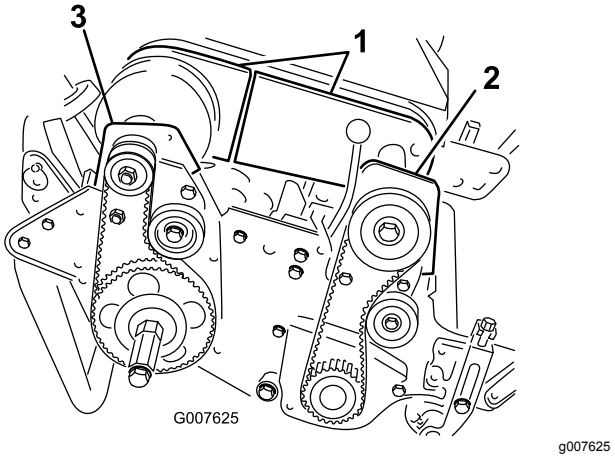

Rysunek 48
4. Usuń śruby mocujące przednie i tylne sekcje pokrywy mechanizmu różnicowego do obudowy mechanizmu różnicowego i rozsuń sekcje pokrywy, aby odsłonić pasek (Rysunek 48).
6. Usuń 2 śruby i 2 nakrętki zabezpieczające mocujące obudowę przedniego sprzęgła do płyty bocznej (Rysunek 48).
8. Usuń 2 śruby i 2 nakrętki zabezpieczające mocujące obudowę tylnego prawego łożyska do płyty bocznej (Rysunek 48).